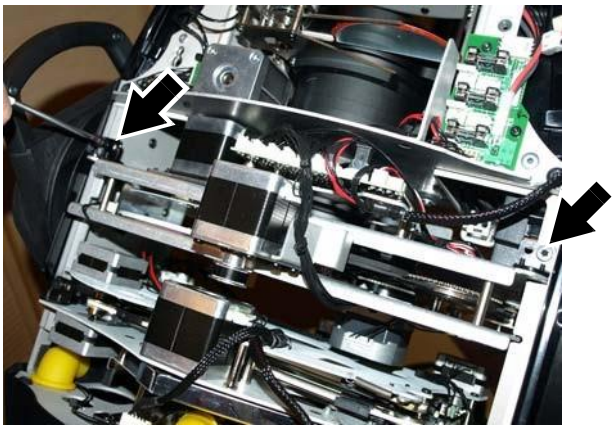

Рисунок 15: Снятие модуля проецирования
3. См. Рисунок 15. Модуль проецирования располагается ближе всего к передней поверхности устройства. Ослабить два удерживающих винта под звездообразный ключ 20 (отмечены стрелками).